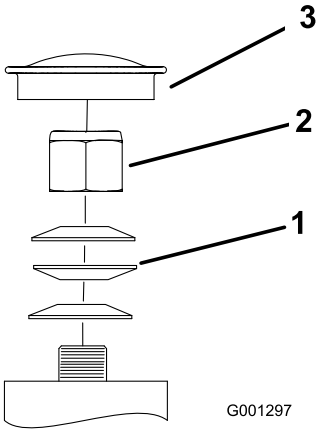

Figur 64
3. Fjern støvhætten fra styrehjulet, og spænd låsemøtrikken (Figur 64).
4. Spænd låsemøtrikken, indtil fjederskiverne er flade, og skru derefter 1/4 omgang ud for at indstille forspændingen på lejerne korrekt (Figur 64).
Vigtigt: Sørg for, at fjederskiverne monteres korrekt som vist i Figur 64.
5. Monter støvdækslet (Figur 64).